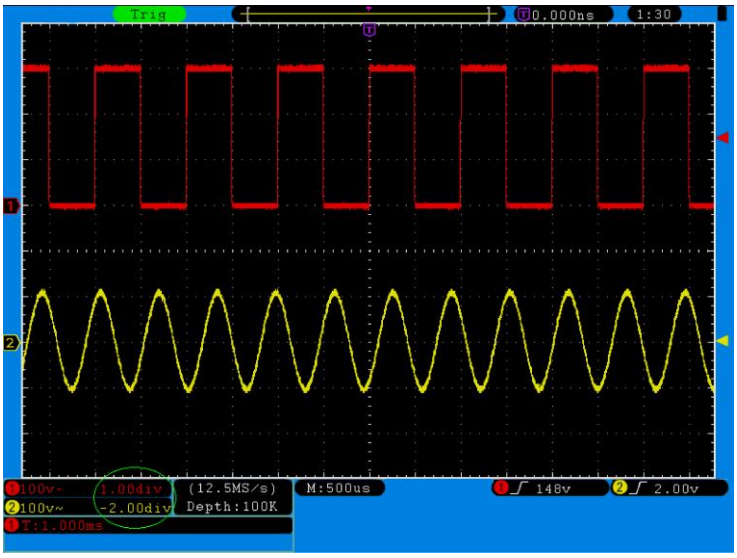

Abb. 24 Informationen zur vertikalen Position
3. Wenn die vertikale Position der Wellenform des Kanals eingestellt wird, zeigt der Bildschirm die Informationen zur vertikalen Position in der linken unteren Ecke an (siehe **Abb. 24**).